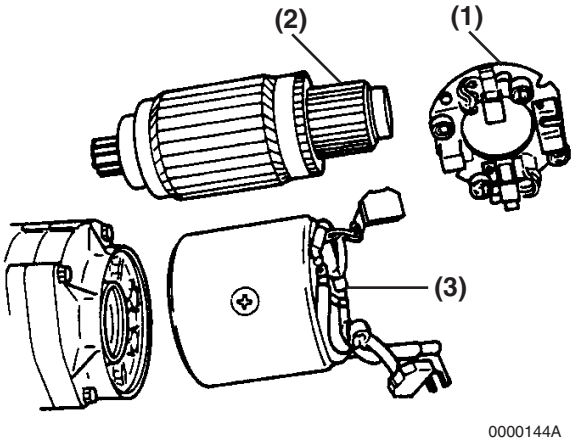

Figure 10-7
7. Remove the brush plate and holder **(Figure 10-7, (1))**.
8. Pull the field assembly **(Figure 10-7, (3))** off from the armature assembly **(Figure 10-7, (2))**.